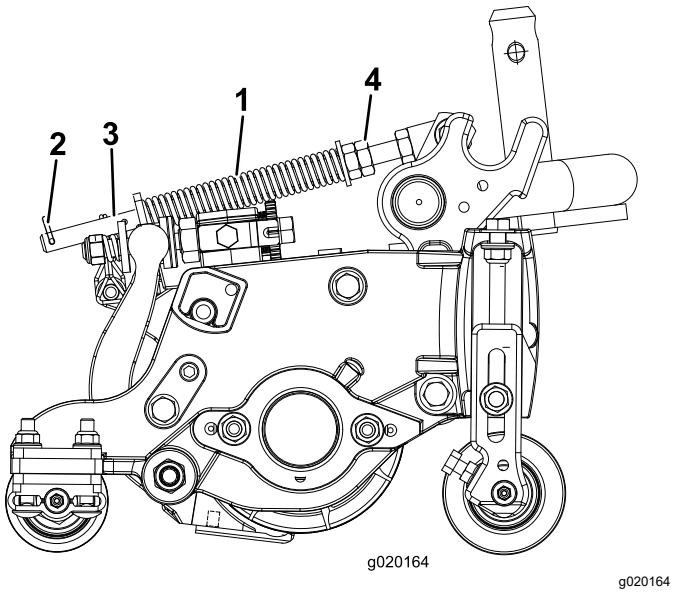

Figur 14
Græskompensationsfjederen (Figur 14) overfører også vægt fra forrullen til bagrullen. Dette medvirker til at reducere dannelsen af et bølgemønster i plænen, også kaldet ondulation.
6. Sørg for, at låseclipsen er monteret i det bageste hul i fjederstangen (Figur 14).
7. Stram sekskantmøtrikkerne på forenden af fjederstangen, indtil fjederens sammentrykkede længde (Figur 14) er 12,7 cm på 12,7 cm-klippeenheder og 15,8 cm på 17,8 cm-klippeenheder.